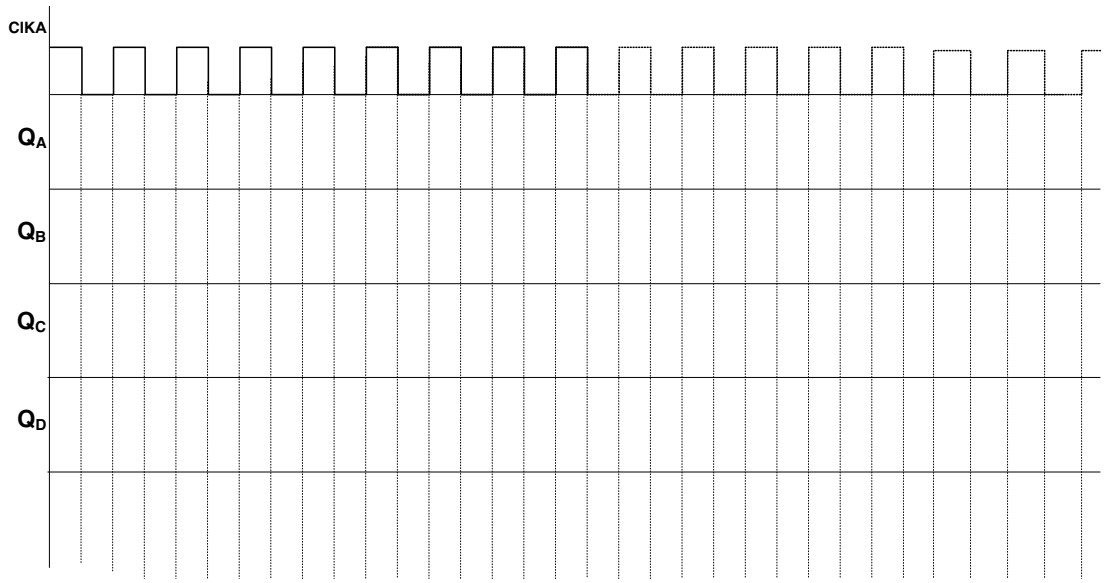

Figure 1.11: Waveform recording chart for procedure 4-7
4. Display the clock signal from the signal generator (on CHANNEL 1) and the Q_A output from the binary counter (on CHANNEL 2) at the same time on the oscilloscope. Plot the signals displayed on the oscilloscope. You may use Figure 1.11 to record the displayed signals. What is the frequency relationship between the two signals?
5. Display the Q_A output from the binary counter (on CHANNEL 2) and the Q_B output from the binary counter (on CHANNEL 1) at the same time. Plot the signals displayed on the oscilloscope and establish the frequency relationship between them. (use Figure 1.11 for the plot)
6. Repeat step 5 for Q_A and Q_C. (use Figure 1.11 for the plot)
7. Repeat step 5 for Q_A and Q_D. (use Figure 1.11 for the plot)